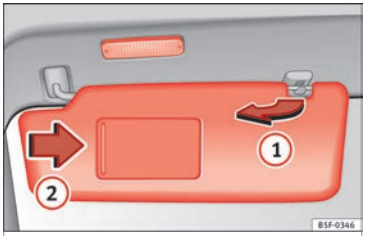

Fig. 146 Sun visor
- The sun visor can be pulled out of its mounting and turned towards the door ››› **Fig. 146 (1)**.